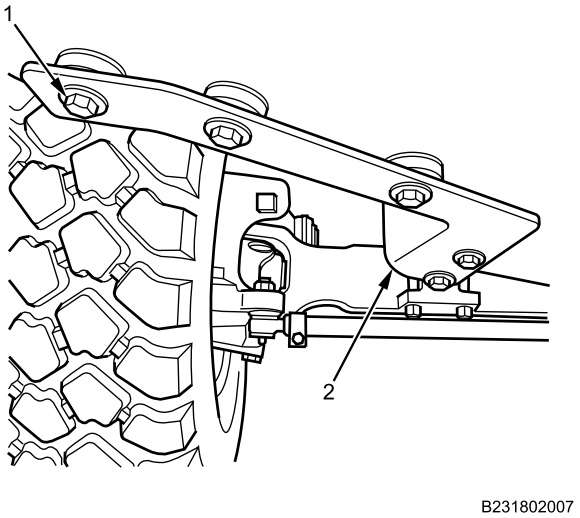

Figure 20. Left Front Belly Armor.
6. Install five bolts (Figure 20, Item 1), rubber bushings, washers, and nuts on left front belly armor plate (Figure 20, Item 2). Do not tighten bolts at this time.